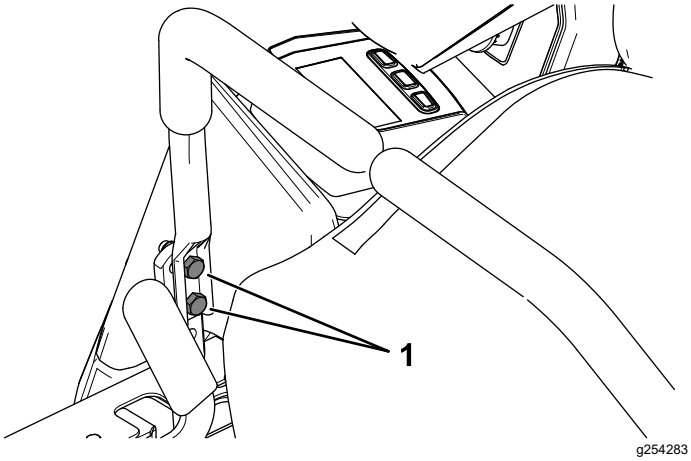

Figura 48
10. Se for necessário alinhamento, desaperte os dois parafusos de montagem das alavancas de controlo de movimento do lado desalinhado (Figura 48).
12. Aperte os dois parafusos de montagem das alavancas de controlo de movimento (Figura 48).